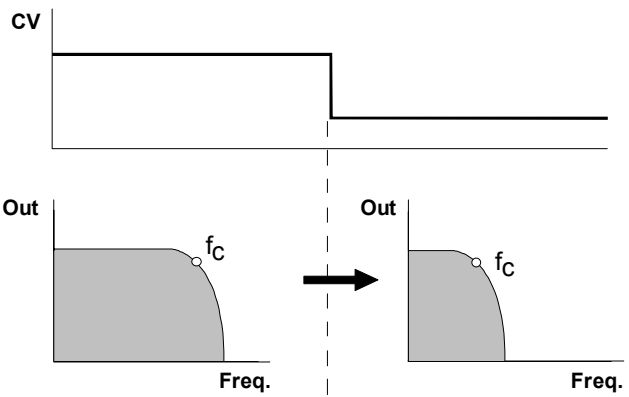

Fig. 1: White noise put through a low pass filter.
With this control you adjust the **Cut-Off Frequency f_c**, above which the filter attenuates all frequencies. At 10, the filter is fully open. The more you turn down this control, the more the high frequencies are filtered. The sound becomes mellower and less bright (see Fig. 1) until at 0 the filter is completely shut, and there will be no output signal at all.
② CV 2 • ③ CV 3
For voltage control or modulation of the cut-off frequency, use these CV inputs ❷ and/or ❸ (see Fig. 1). Use attenuators ② and/or ③ to adjust the **control voltage level**.
④ Lev.